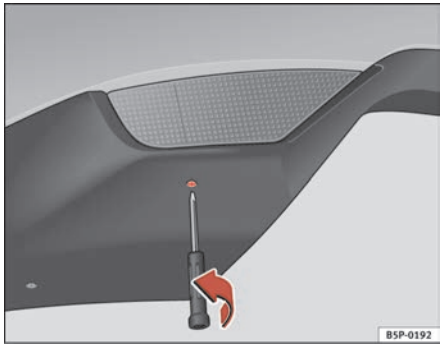

Fig. 194 Rear light fitted on bumper and viewed from below
– Insert the star-headed screwdriver in the opening on the lower section of the rear light and unscrew the screw in the direction of the arrow ⇒ fig. 194.